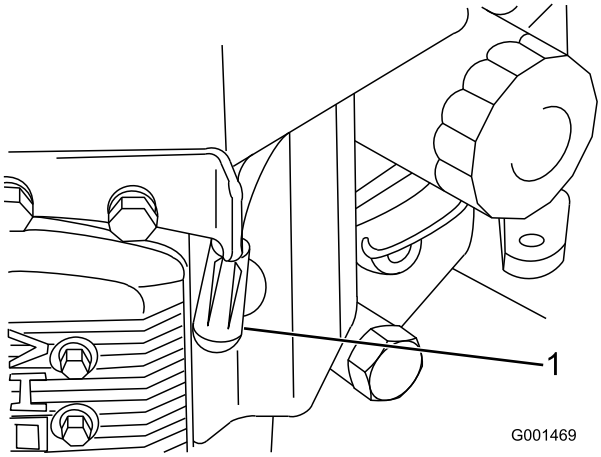

Figura 33
3. Desconecte los cables de las bujías (Figura 33).